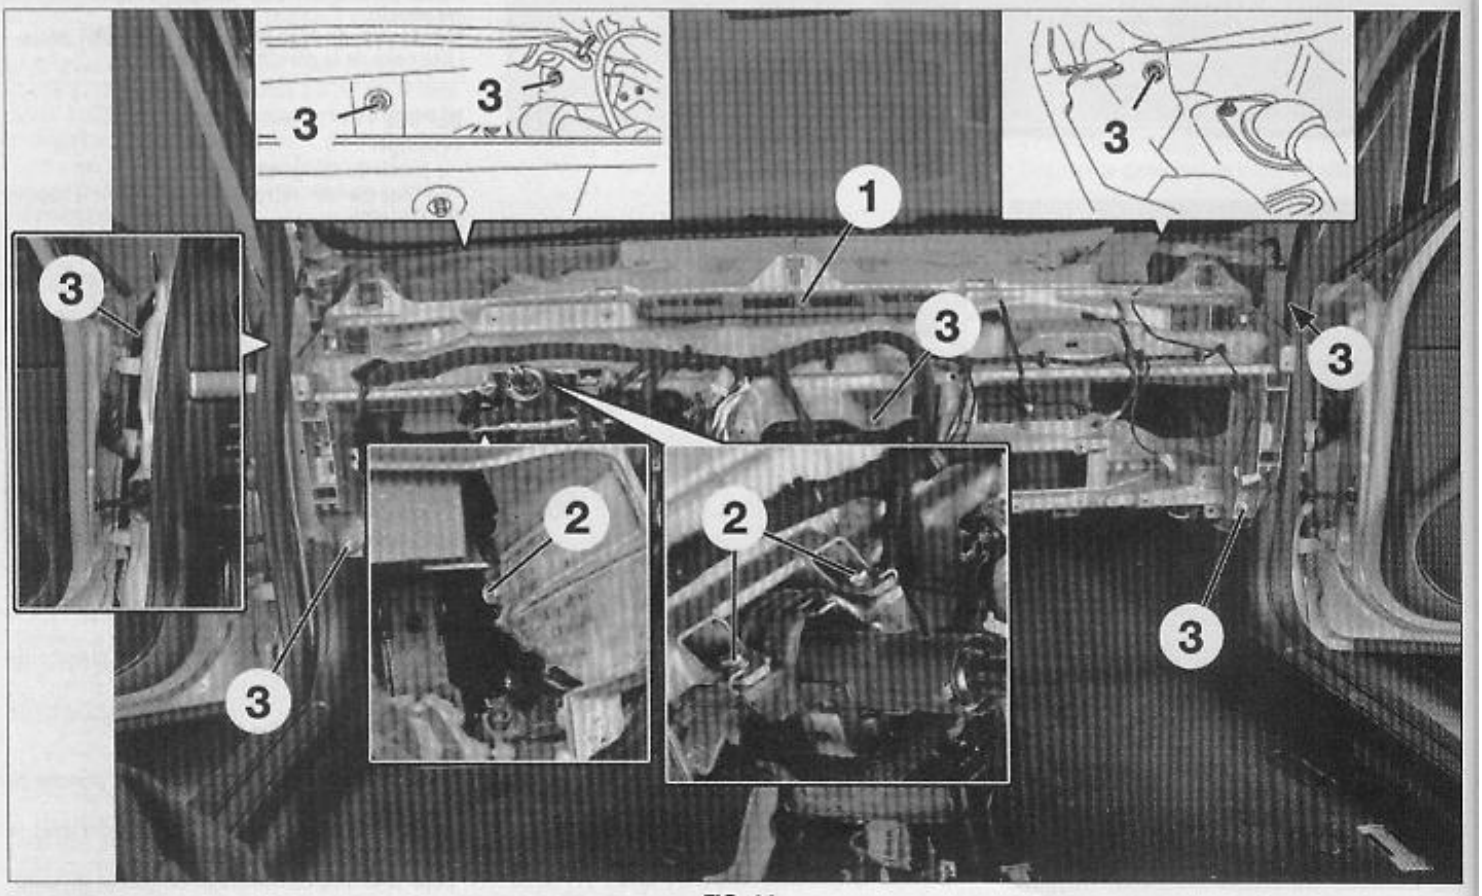

FIG. 14
- le conduit d'air (1) (Fig.14).
- les vis de colonne de direction (2).
- les vis de fixation (3) de la traverse de planche de bord.